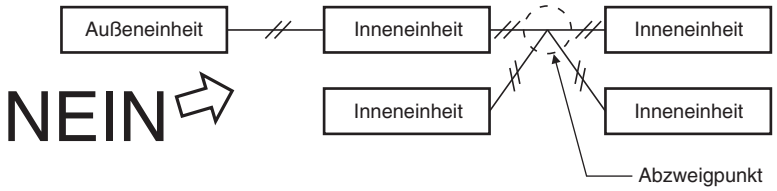

Abb. 4-4
(3) Einheiten-Steuerverbindungskabel dürfen nicht so angeschlossen werden, dass eine sternförmige Abzweigung gebildet wird. Sternförmige Abzweigungen verursachen eine inkorrekte Adresseneingabe. (Abb. 4-4)